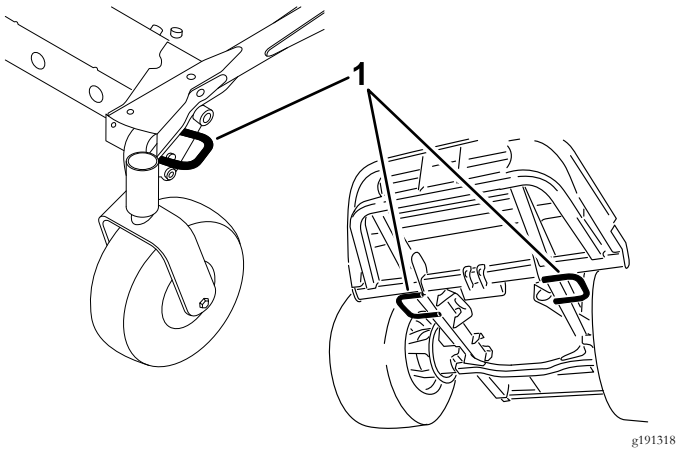

Figuur 29
5. Gebruik de bindogen op de machine om deze met banden, kettingen, kabels of touwen goed te bevestigen op de aanhanger of de vrachtwagen (Figuur 29).